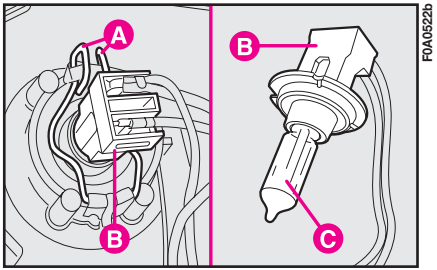

fig. 20
2) Décrocher les ressorts de fixation **A-fig. 20**, dégager le connecteur **B** et enlever la lampe **C**.